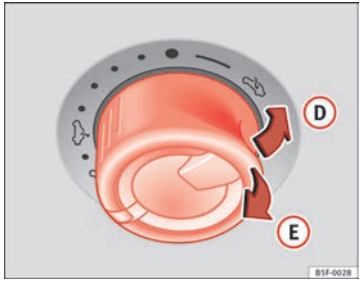

Fig. 60 On the interior roof lining: Press the button and pull on it to lift and close the sliding sunroof.
⇒ Fig. 60
- Within five seconds of triggering the roll-back function, pull the control all the way back ⇒ Fig. 60 (arrow (E)) until the panoramic sliding sunroof closes fully.